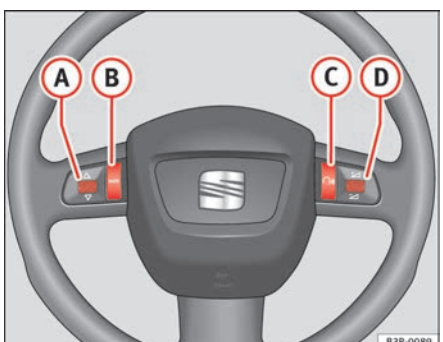

Fig. 63 Controls on the multi-function steering wheel
The functions are operated by pressing or scrolling the controls (A) to (D) on the multi-function steering wheel ⇒ fig. 63: